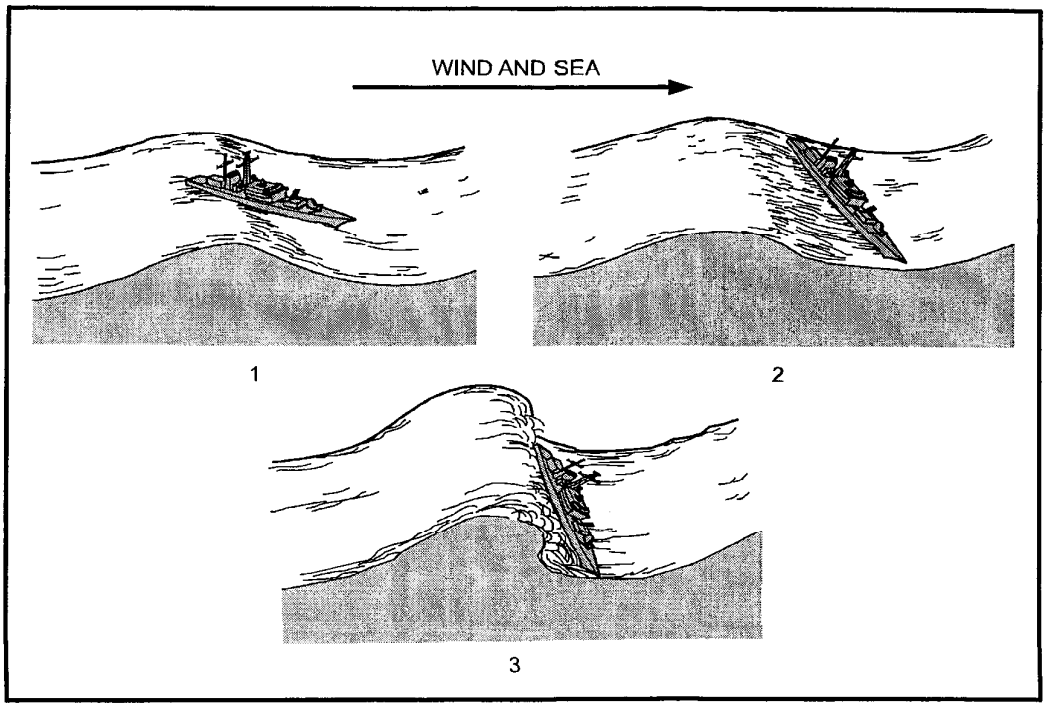

Fig 6-6. Stages in a Ship Broaching-To
b. **Broaching-To.** If the ship's length is **similar** to the wave *Length* and the ship's speed is **similar** to *Wave Speed*, a ship may run for some time on the *Crest* of a wave. If the ship *Pitches* forward onto the downward slope of the wave, the stern lifts and the rudder exerts less control (see Fig 6-6, Position 1). If the wave breaks as the ship moves down its slope, the entire ship will be carried forward by the faster-moving breaking water (see Para 0614a) and the ship will begin to *Surf* down the wave. The forward motion of the water relative to the rudder and propellers reduces steering control still further, causing a *Yaw* to develop which is usually impossible to correct. The bow will then bury itself deep into the *Wave Trough* and the stern will swing round until the ship lies broadside to the waves (see Fig 6-6, Position 2). This is called *'Broaching-To' (or 'Broaching')*. The ship will then roll heavily and if a following wave breaks over it in sequence with the ship's *Roll* to leeward, it may heel further, possibly capsizing and sinking (see Fig 6-6, Position 3).